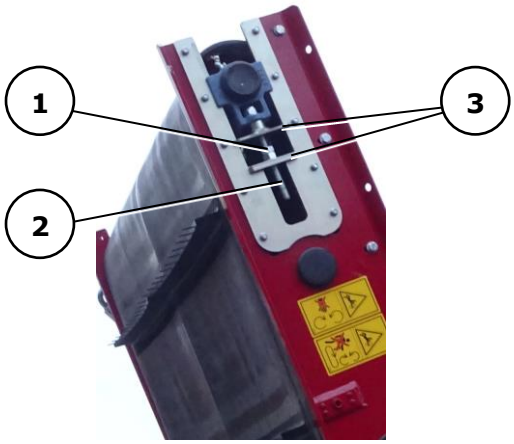

Abb. 7-24
- Richten Sie das Förderband über die Spannschrauben (Pos. 2 in der Abb. 7-24) gerade aus, wenn das Förderband schief läuft oder am Rahmen schleift.